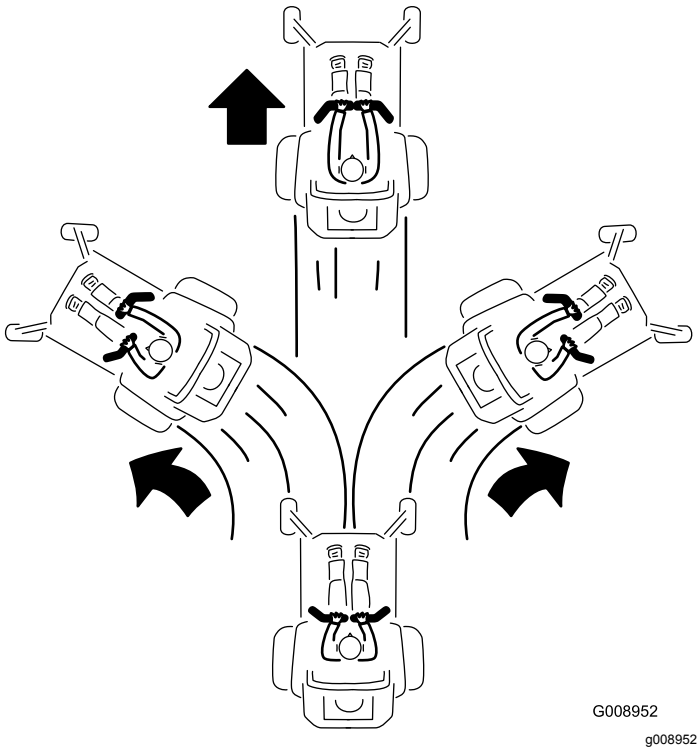

Figur 23
3. Kør fremad ved langsomt at skubbe bevægelseshåndtagene fremad (Figur 23).